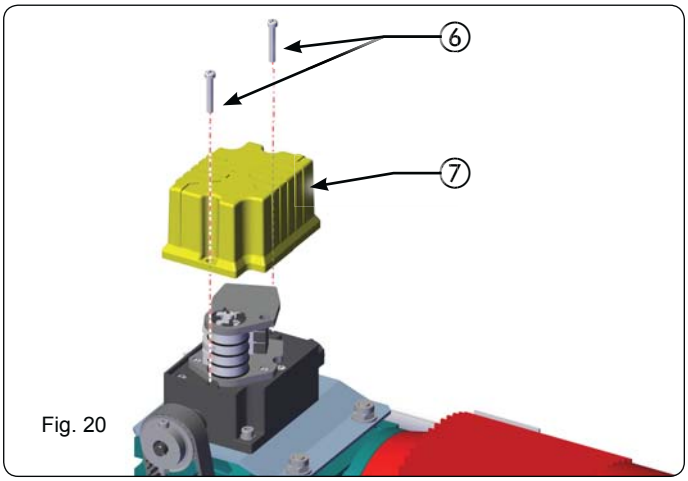

Fig. 20
2. Dévisser les vis et démonter le couvercle du groupe des fins de course (Fig. 20 réf. ⑥ ⑦).